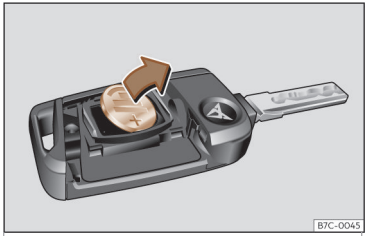

Fig. 68 Llave del vehículo: extracción de la pila.
- Extraiga la pila del compartimento con un objeto fino adecuado>>> fig. 68 .
- Coloque la pila nueva tal como se muestra >>> fig. 68 y presiónela en el compartimento para la pila en sentido contrario a la flecha >>> ❗.